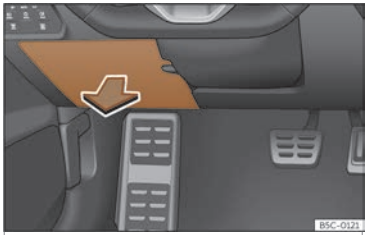

Fig. 47 No taboleiro de instrumentos do lado do condutor:tapa da caixa de fusibles.
- *Abrir:* abata a cuberta cara abaixo ››› **fig. 47**.